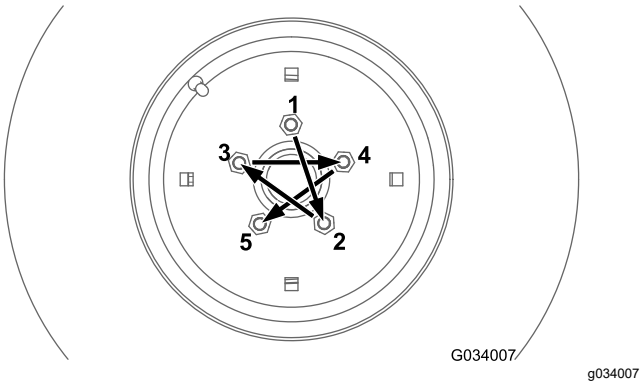

Figur 65
Spænd hjulmøtrikkerne på for- og baghjulene (kun maskiner med 4-hjulstræk) i et krydsmønster som vist på Figur 65 og Figur 66 til det angivne tilspændingsmoment.
- Forhjul: Se Figur 65